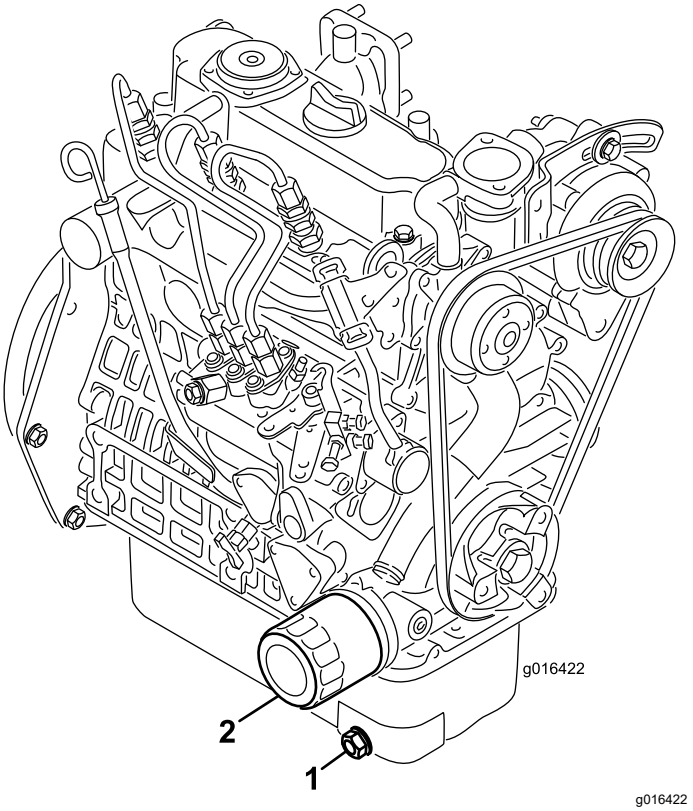

**Figuur 33**
1. Verwijder de aftapplug (Figuur 33) en laat de olie in een opvangbak lopen. Als er geen olie meer naar buiten stroomt, plaatst u de aftapplug terug.